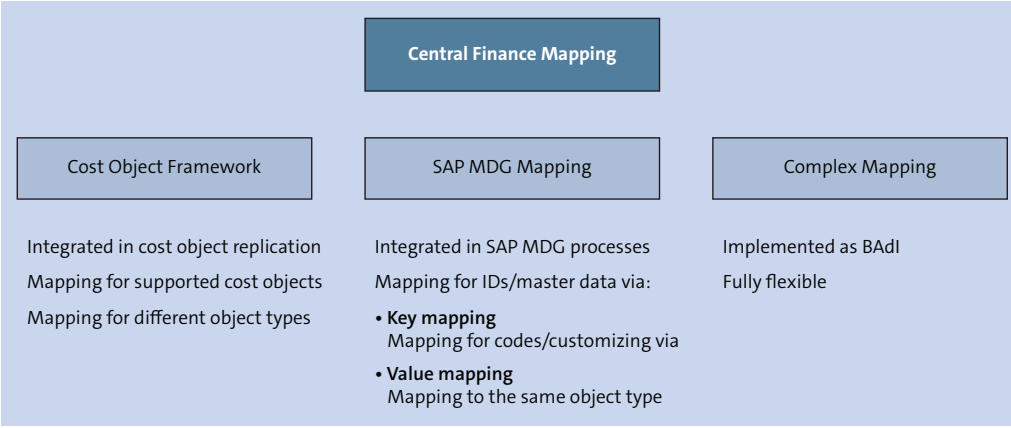

Figure 2.17 Business Rules and Mappings
2. Business rules and mappings are set up in the central system to convert and harmonize incoming data from legacy systems. An overview of where to perform the different types of mappings is shown in Figure 2.17.